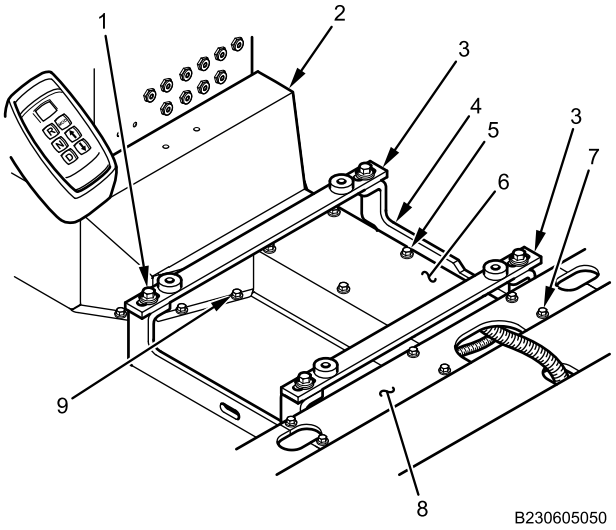

Figure 4. PDM Harness Electrical Storage Shield and Duct Covers.
4. Install electrical harness storage duct rear center cover (Figure 4, Item 8) with six bolts (Figure 4, Item 7). Tighten bolts securely.
5. Install electrical harness storage duct center cover (Figure 4, Item 6) with six bolts (Figure 4, Item 5). Tighten bolts securely.
6. Install two crossbars (Figure 4, Item 3) on center mounting brackets (Figure 4, Item 4) with four bolts (Figure 4, Item 1), lockwashers, and flat washers. Tighten bolts securely.
7. Install PDM harness electrical storage shield (Figure 4, Item 2) with eight bolts (Figure 4, Item 9). Tighten bolts securely.